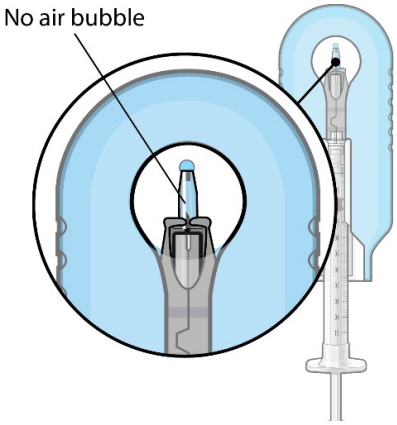

Figure 23
- Inspect the implant under the microscope to ensure that the implant is completely full of drug solution (Figure 23).